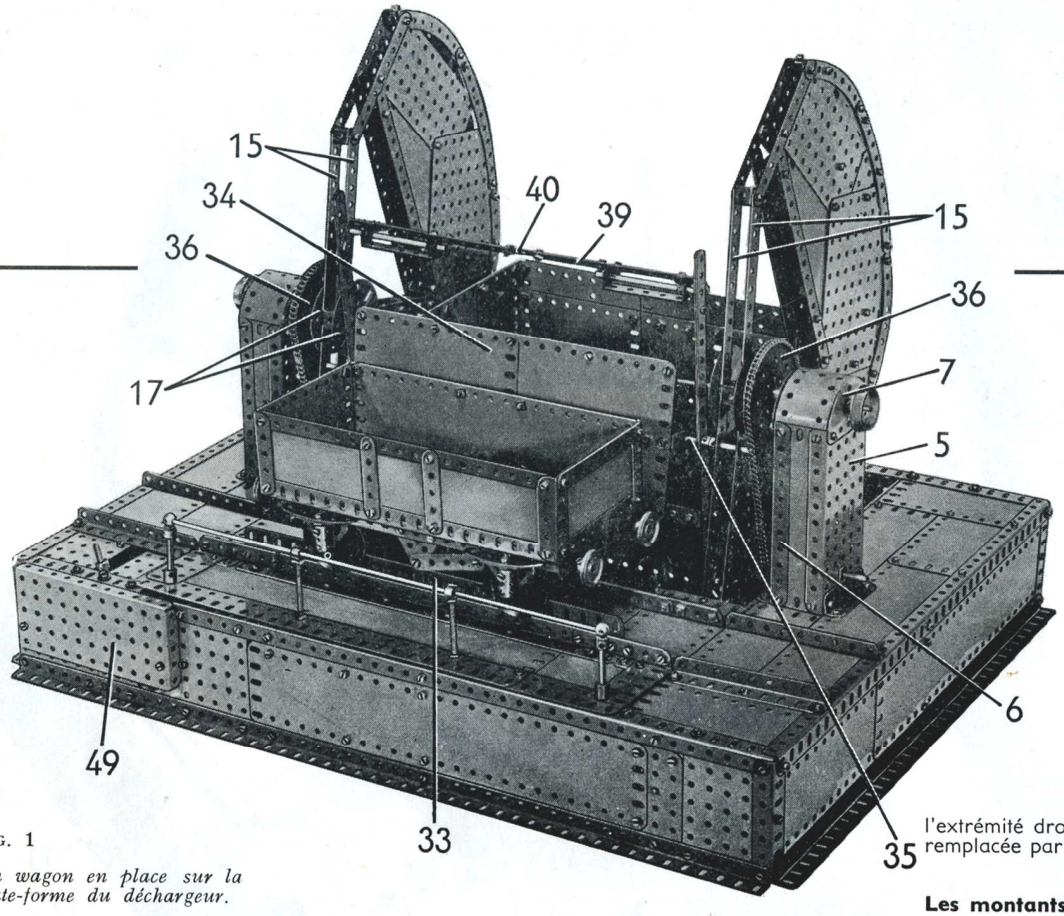
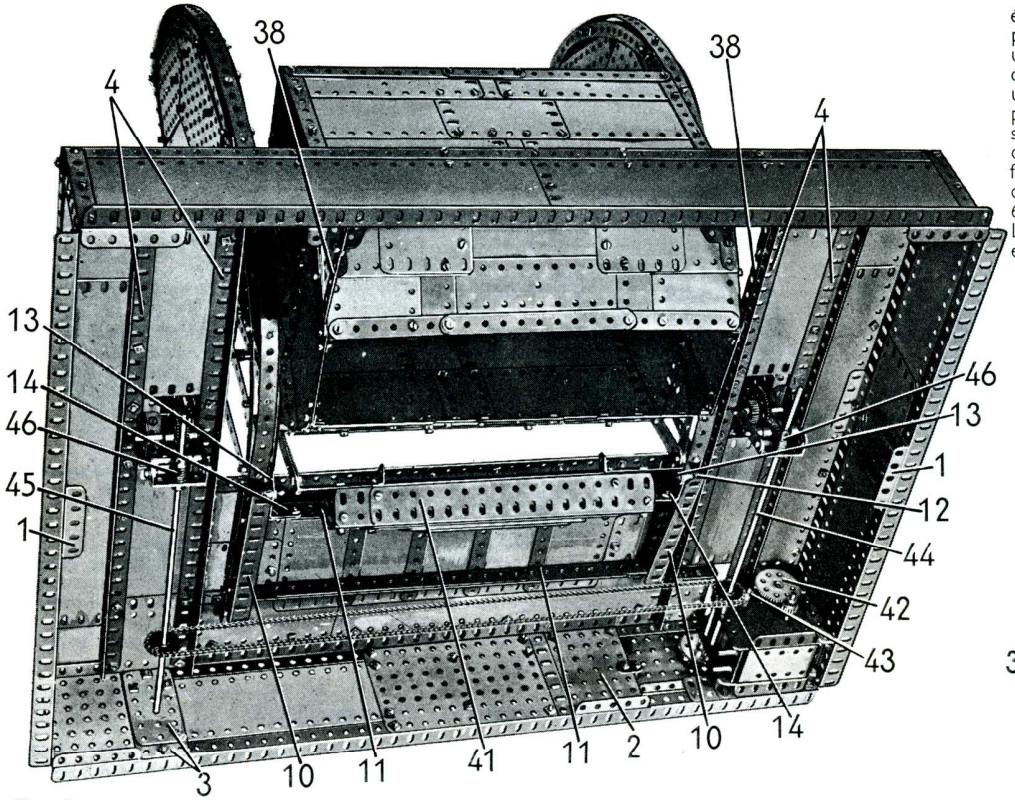
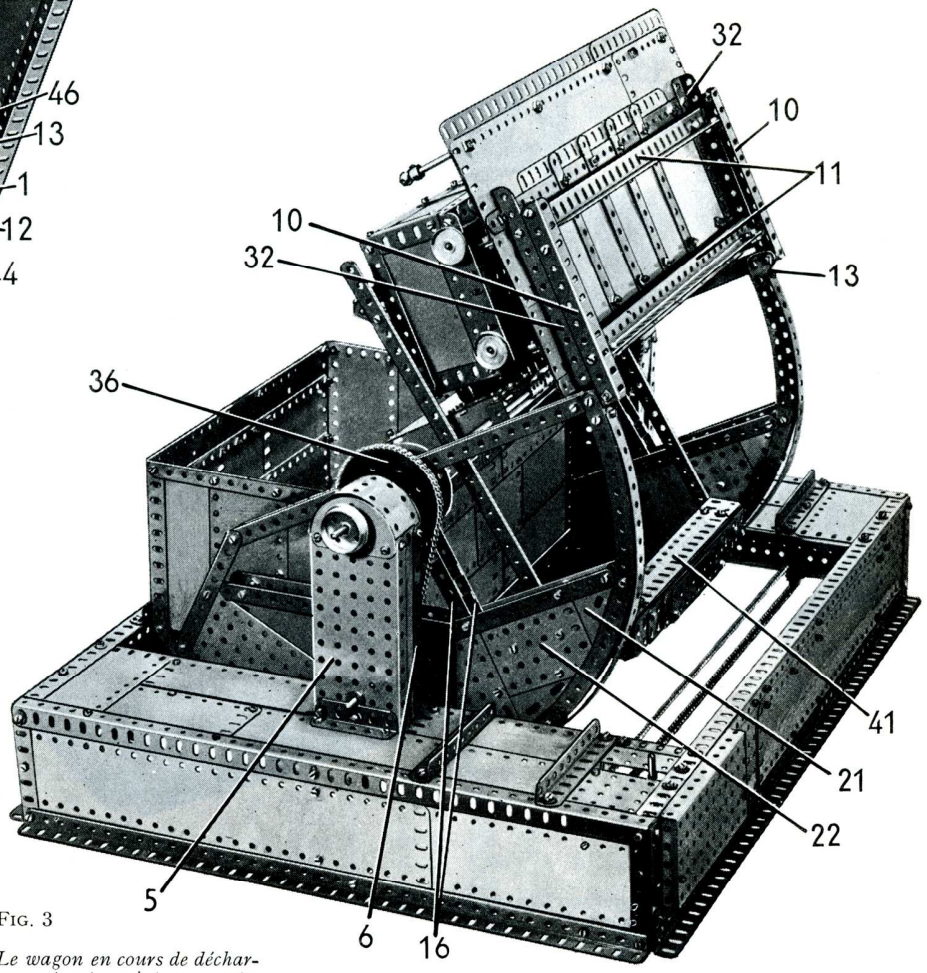
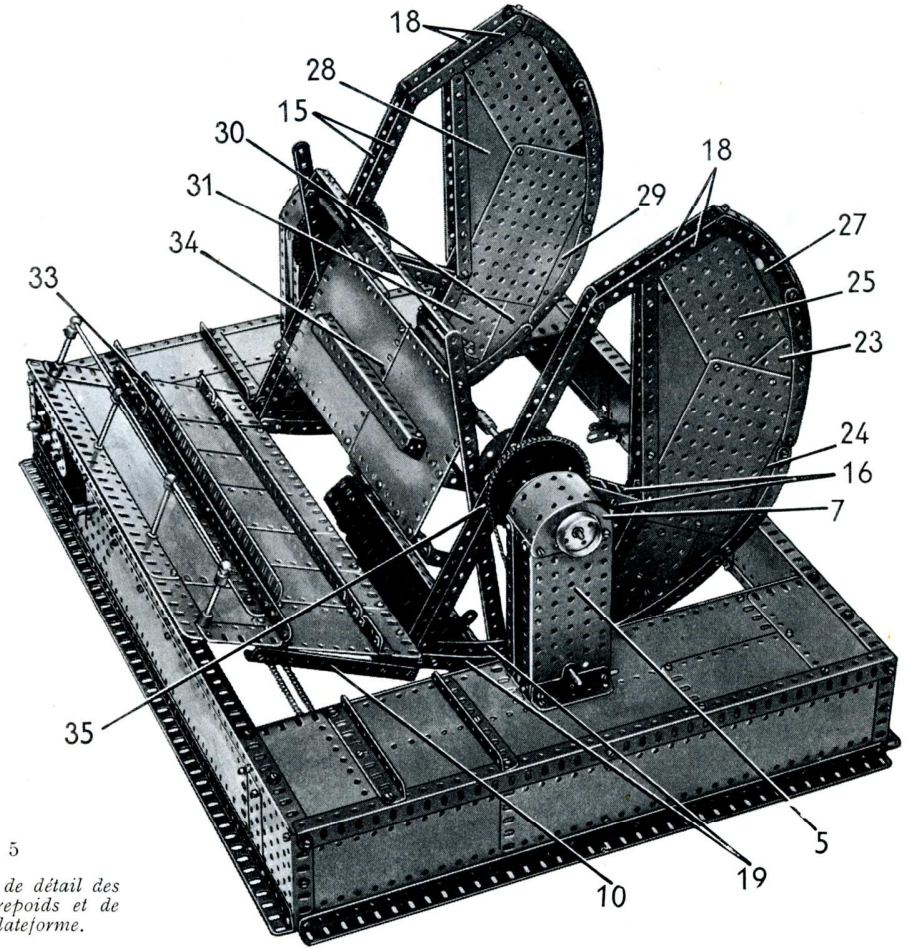

FIG. 1
FIG. 2
FIG. 3
FIG. 5
Construction du modèle : la base (Fig. 2)
Chaque côté de la base est constitué par deux cornières de 37 trous réunies à leurs extrémités par des cornières de 7 trous, et au centre par une plaque à rebords de 9×6 cm. (1) (fig. 2). Les côtés sont recouverts par des plaques-bandes de 25 trous. Les côtés sont réunis à l'avant et à l'arrière par des cornières de 49 trous ; trois des angles sont renforcés par des plaques à rebords de 9×6 cm. Les cornières de 49 trous sont renforcées au centre par des plaques sans rebords de 14×9 cm., et à l'avant une plaque à rebords de 9×6 cm. (2) et deux plaques sans rebords de 75×38 mm. (3) sont boulonnées entre les cornières. Les faces avant et arrière sont complétées par des plaques-bandes de 25 trous comme le montrent les figures 1 et 2.
Deux cornières de 37 trous (4) sont boulonnées au travers du dessus de la base (fig. 2). Une plaque-bande de 25 trous, trois plaques flexibles de 11,5×6 cm. et deux de 14×6 cm. sont boulonnées sur ces cornières à l'extrémité droite (fig. 1). A l'autre extrémité, l'une des plaques flexibles de 11,5×6 cm. est remplacée par une plaque sans rebords de 6×6 cm. et une plaque à rebords de 6×4 cm.
Les montants du déchargeur (Fig. 1, 2, 3, 5 et 7)
La face extérieure de chaque montant est une plaque à rebords de 14×6 cm. (5) fixée sur une cornière de 5 trous boulonnée sur l'une des cornières (4). La face intérieure est formée par deux cornières de 11 trous (6) fixées sur une cornière de 5 trous boulonnée sur la seconde cornière (4). La plaque à rebords (5) et les cornières (6) sont prolongées vers le haut par des plaques semi-circulaires (7) (fig. 5), et les côtés et le dessus du montant sont recouverts par des plaques flexibles de 14×4 cm. Une bande de 15 trous (8) (fig. 7) est boulonnée sur la face intérieure du montant et une bande de 5 trous (9) est fixée sur la plaque à rebords (5) et sur une cornière de 3 trous boulonnée sur l'une des cornières (4). Les extrémités inférieures des bandes (8) et (9) sont réunies par une bande coudée de 38×12 mm.
La plate-forme du déchargeur et les contrepoids (Fig. 1, 2, 3 et 5)
Le châssis qui soutient la plate-forme (fig. 3) est constitué par deux cornières de 11 trous (10) réunies par des équerres de 26×12 mm. à deux poutrelles (11). Chacune de ces poutrelles est formée par deux cornières de 25 trous qui se recouvrent sur 23 trous. Un levier d'angle (12), un petit gousset d'assemblage (13) et une équerre de 25×25 mm. (14) sont fixés à l'extrémité intérieure de chacune des cornières (10) par un boulon de 19 mm. Ce boulon passe au travers du moyeu du levier d'angle, et le gousset d'assemblage est tenu écarté du levier d'angle par une bague d'arrêt. Les équerres (14) sont boulonnées sur la poutrelle intérieure (11). Le châssis qui soutient chaque contrepoids est constitué par deux bandes de 25 trous (15) (fig. 5) boulonnées sur le levier d'angle (12) et sur le gousset d'assemblage (13). Ces bandes sont réunies en un point qui se trouve à quatorze trous de leurs extrémités inférieures par un support double, et à leurs extrémités supérieures par un autre support double. Les boulons qui fixent le support double central tiennent également deux bandes de 11 trous (16) sur chacune desquelles est fixé un plateau central (17) (fig. 1). Les bandes (16) sont réunies par un cavalier.
Deux bandes de 9 trous (18) sont fixées aux extrémités supérieures des bandes (15) au bas desquelles sont boulonnées deux bandes incurvées de 14 cm. (19). Les bords extérieurs du contrepoids sont formés par deux autres bandes incurvées de 14 cm. et deux bandes incurvées épaulées de 10 cm. (fig. 5). La face extérieure de chaque contrepoids est garnie par une plaque flexible triangulaire de 6×6 cm. (21), une plaque sans rebords de 11,5×6 cm. (22), une plaque flexible triangulaire de 9×4 cm., une plaque sans rebords de 14×9 cm., deux plaques flexibles triangulaires de 6×4 cm. (23), une plaque flexible de 6×4 cm. (24), une plaque sans rebords de 14×6 cm. (25), une plaque flexible de 14×6 cm. et par une plaque flexible triangulaire de 9×6 cm. (27). Trois cornières de 25 trous sont boulonnées sur la face intérieure de ces plaques, de façon à lester l'ensemble, et les bords intérieurs du contrepoids sont terminés par des bandes de 11 et de 15 trous comme le montre la figure. La face intérieure de chaque contrepoids est formée par une plaque sans rebords de 14×6 cm. et une de 14×9 cm., une plaque flexible de 14×6 cm. (28), une de 6×4 cm. (29), une de 11,5×6 cm. (30) et une plaque sans rebords de 11,5×6 cm. (31). Les faces intérieures et extérieures du contrepoids sont réunies par des supports doubles, et deux bandes de 25 trous cintrées sont fixées sur les bords extérieurs par des équerres.
La partie avant de la plate-forme du déchargeur est constituée par une plaque-bande de 25 trous et par une plaque flexible de 11,5×6 cm. qui se recouvrent sur trois trous et qui sont bordées par une poutrelle plate de 25 trous et une de 11 trous. La plate-forme se complète par cinq plaques flexibles de 14×6 cm. et deux de 11,5×6 cm. (fig. 5). Ces plaques sont renforcées au-dessous par deux bandes faites de deux bandes de 19 trous qui se recouvrent sur 7 trous. L'une de ces bandes est placée le long du bord arrière de la plate-forme, et l'autre sous le joint de la plaque-bande et des plaques flexibles. Les joints qui se trouvent entre les plaques flexibles de 14×6 cm. sont renforcés par des bandes de 11 trous. Deux cornières de 11 trous (32) (fig. 3) sont boulonnées sous la plate-forme et un support plat est fixé à l'aide de contre-écrous sur chacune de ces cornières, et est boulonné sur l'une des cornières (10).